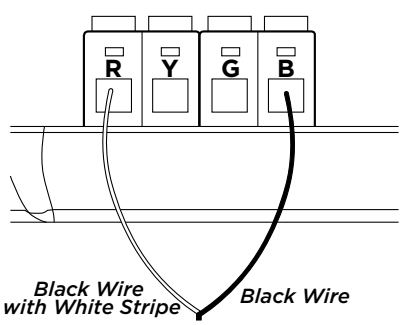

Figure 2: DC Plug-In Power Supply
2. Secure the 1100R to the wall using the supplied screws in the mounting hole locations shown in Figure 2.